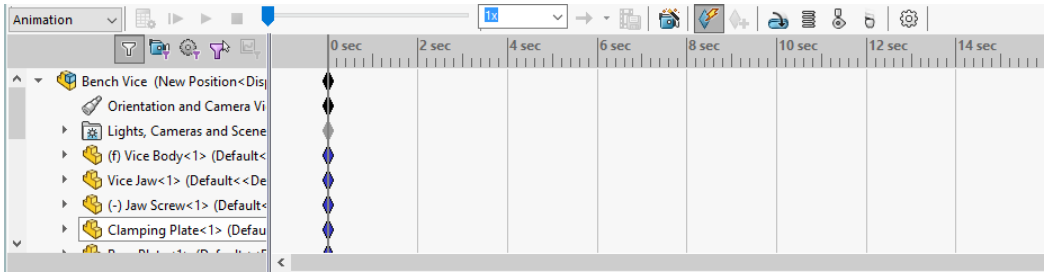

Figure 20-20 *The* ***MotionManager*** *interface*
2. Click on the **Motion Study 1** tab displayed at the bottom; the **MotionManager** interface is displayed, as shown in Figure 20-20.